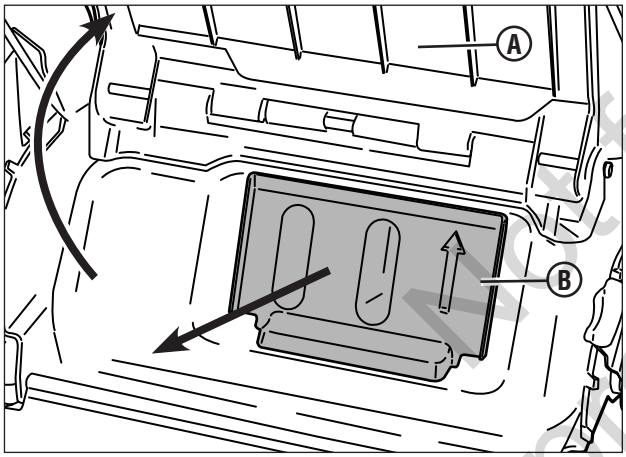

Figure 12 : Retrait de l'obturateur de déchiquetage
1. Levez la trappe d'éjection arrière **(A, Figure 12)**.